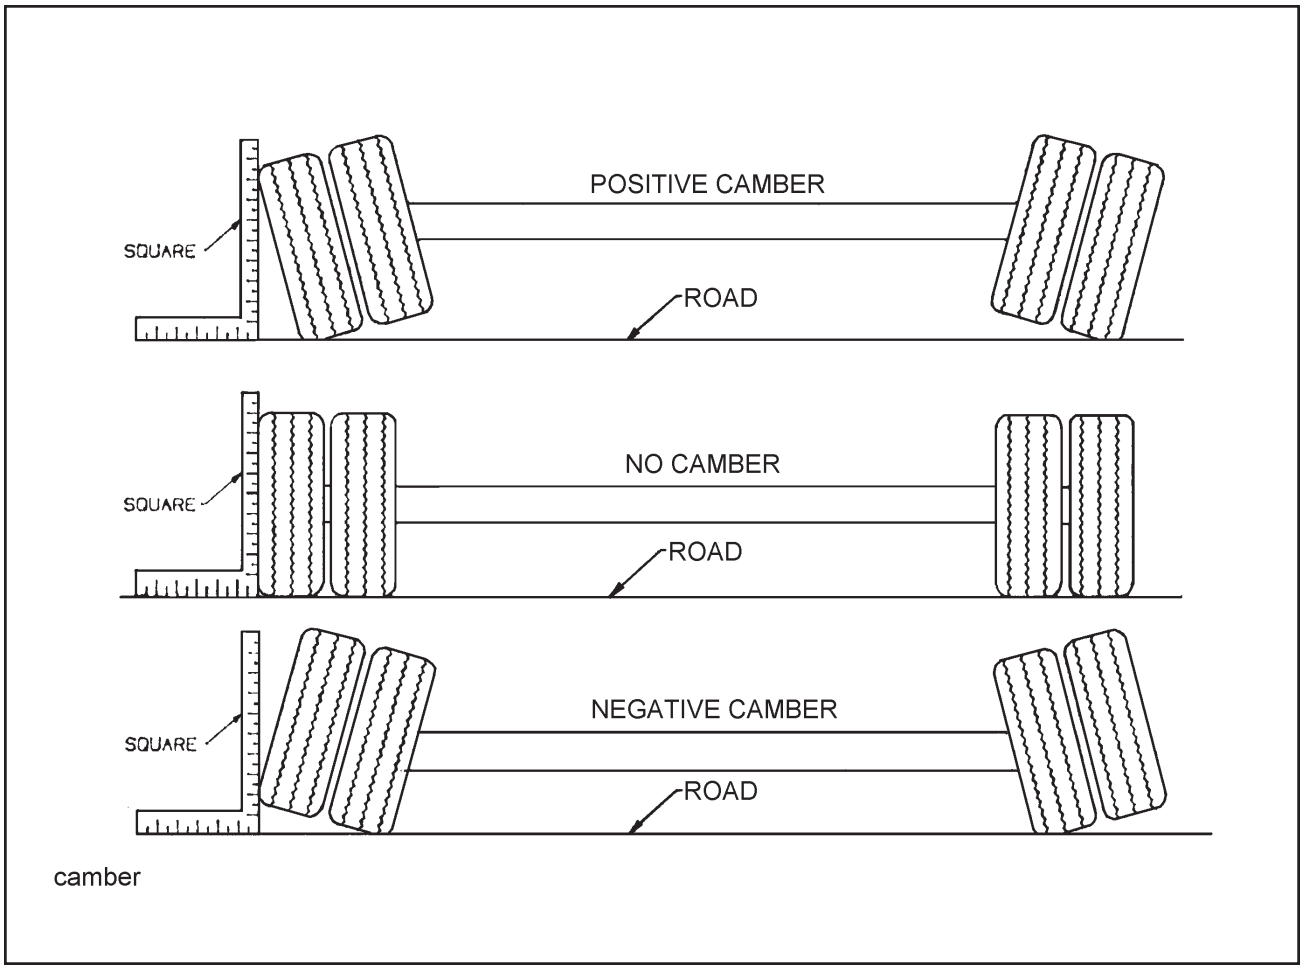

Figure 4-10 Examples of Camber
d. Follow the same procedures as in **Section 4-7.1 b. and c.**, except place the axle gauge above and below the axle. If gauge point gap is found, the axle has positive or negative camber. The trailer axle has no camber from the factory. If it is found to have positive or negative camber, axle replacement is necessary **(See Figure 4-10** for examples of camber).